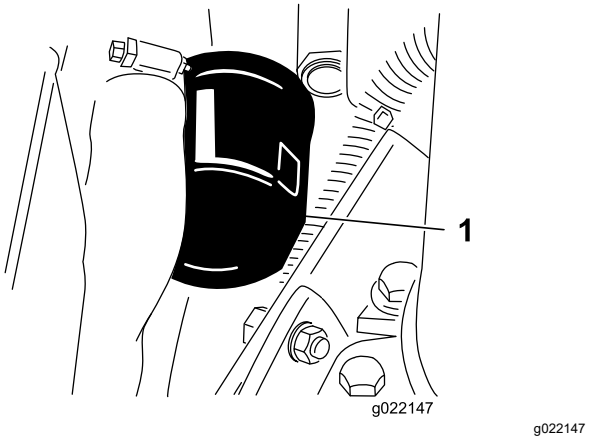

**Figuur 57**
2. Verwijder het oliefilter (Figuur 57).